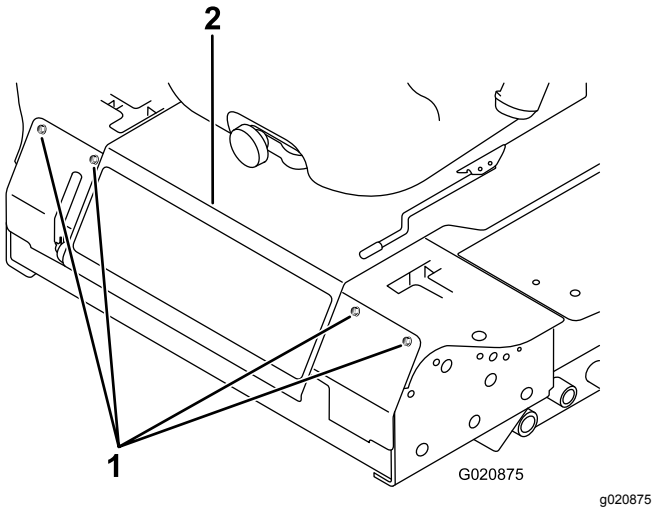

Rysunek 46
2. Usuń śruby mocujące panel przedni i zdejmij go (Rysunek 46).